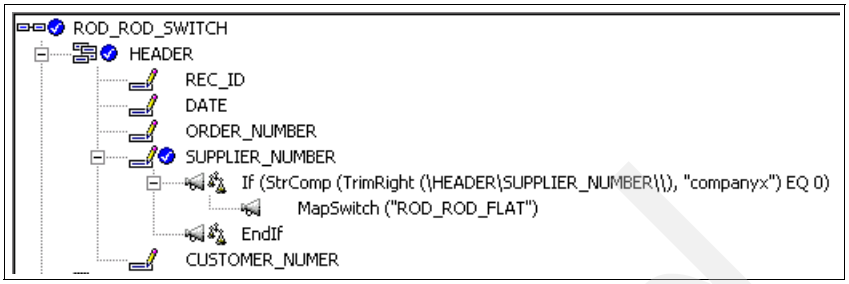

Figure 16-8 Mapping commands for HEADER
15. The mapping commands for our HEADER record should appear as shown in Figure 16-8 on page 547.